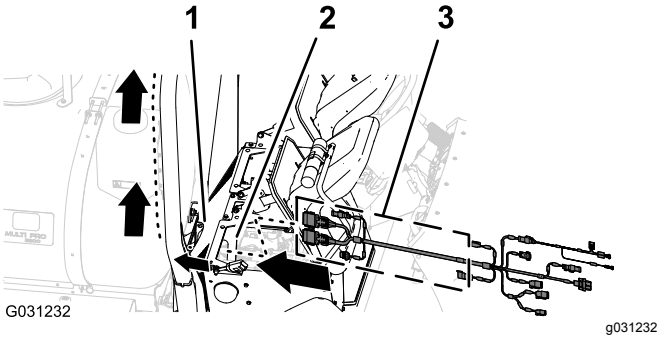

Figur 165
1. Før den 390 cm lange forgreningen til dataledningssatsen til høyre side av motorrommet (ved siden av luftfilteret for motoren) og bakover under nedre høyre område av det bakre motordekselet (Figur 165).